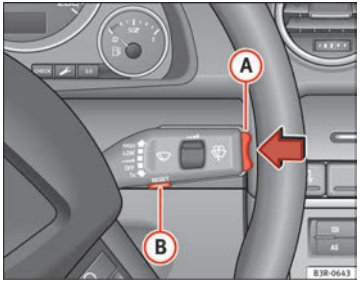

Fig. 60 Windscreen wiper lever: Onboard computer controls
Press RESET button (B) ⇒ Fig. 60 to switch back and forward between onboard computer functions 1 and 2.
The driving time warning can be switched off by briefly pressing the function selector switch or the Reset button ⇒ Fig. 60.
– Press the top or bottom of the function selector switch (A) ⇒ Fig. 60. This displays the functions of the onboard computer in sequence.